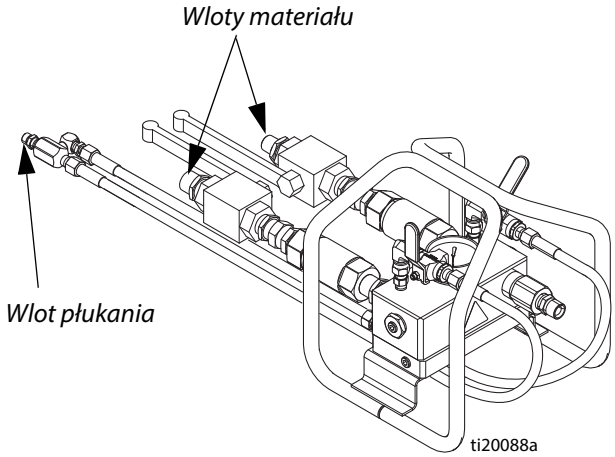

**RYS. 23**
2. **System 262869:** Podłączyć węże A 3/4 cala i B 1/2 cala do zaworów kulowych wlotu materiału na kolektorze mieszaniny. Patrz RYS. 23.
**System 24W626:** Wymienić złączkę wejściową po stronie B i podłączyć węże A 3/4 cala i B 3/4 cala do zaworów kulowych wlotu materiału na kolektorze mieszaniny. Oznaczyć węże do materiału odpowiednimi kolorami (zielony i niebieski) na kolektorze mieszaniny. Patrz RYS. 23.
4. Poprowadzić fioletowe węże do przepłukiwania rozpuszczalnikiem od dołu ramy kolektora i podłączyć do węża 1/4 cala do przepłukiwania we wiązce. Patrz RYS. 23.